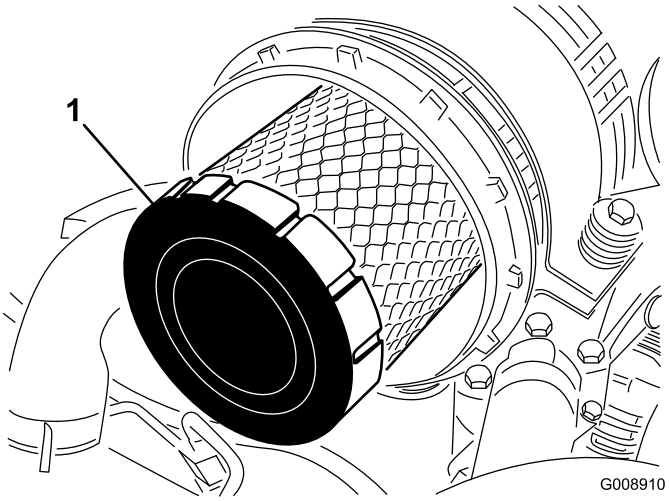

**Figur 46**
4. Ta bort och byt ut huvudfiltret (Figur 46).